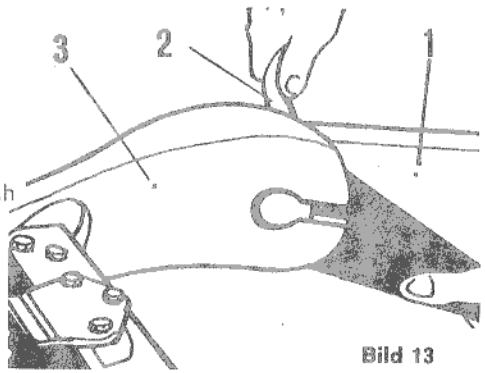

Bild 13
4. Montieren des Spurbleches (Bild 13)